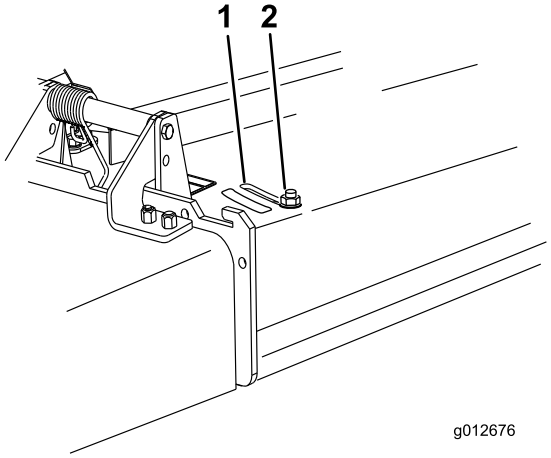

Figura 13
3. Para ajustar el deflector, afloje la tuerca (Figura 13).